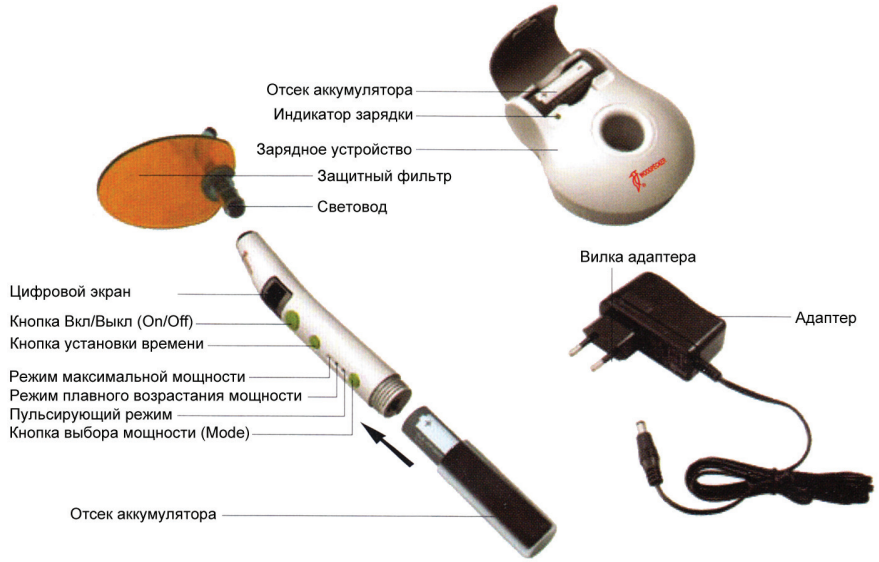

Рис. 1
Основные компоненты стоматологической полимеризационной лампы LED.C: светодиод высокой мощности, оптоволоконный световод и основное устройство (см. рис. 1).
6.1. Поместите аккумулятор в соответствующий отсек лампы катодом вниз, и присоедините отсек с аккумулятором к лампе (см. рис. 1).
6.3. Установите защитный фильтр как показано на рис. 1.